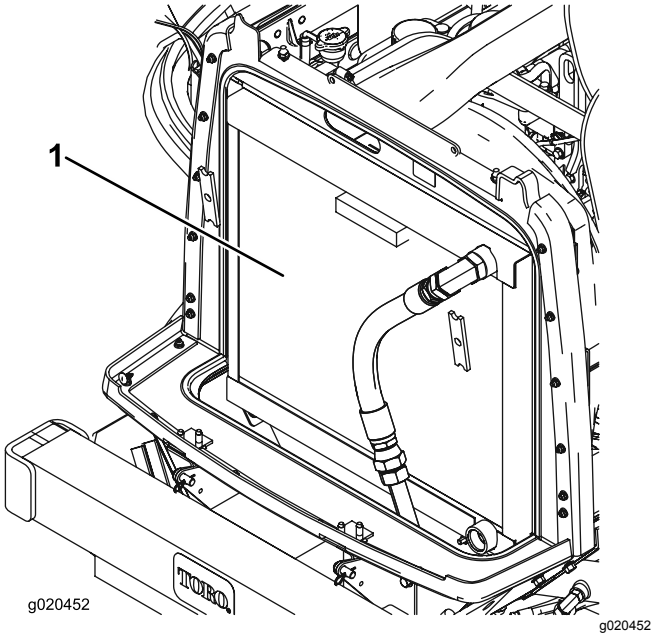

Figur 72
3. Rengör på båda sidor om kylaren/oljekylaren ordentligt med tryckluft (Figur 72).